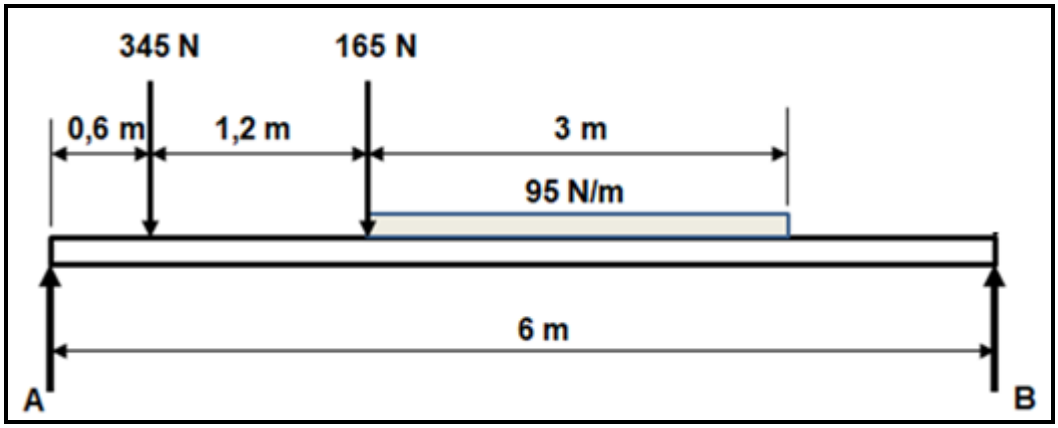

FIGUUR 8.2
8.2 FIGUUR 8.2 toon 'n balk wat deur twee vertikale stutte, **A** en **B**, ondersteun word. Twee vertikale puntlaste van 345 N en 165 N, en 'n eenvormig verspreide las van 95 N/m, word op die balk uitgeoefen.